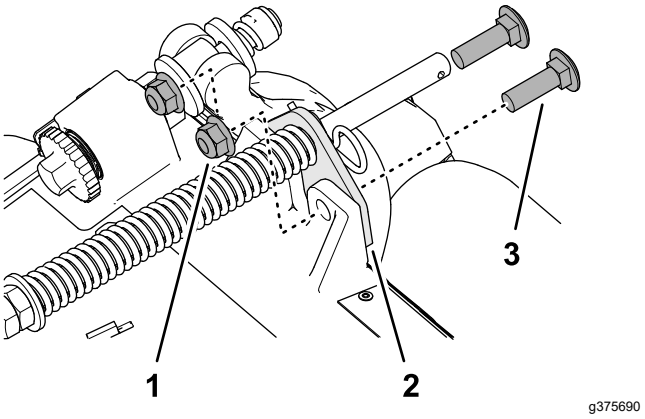

Figur 8
2. Fjern de 2 flangelåsemøtrikker (⅜") og 2 bræddebolte (⅜" x 1¼"), der fastgør græskompensatorbeslaget til klippeenhedens ramme (Figur 8).